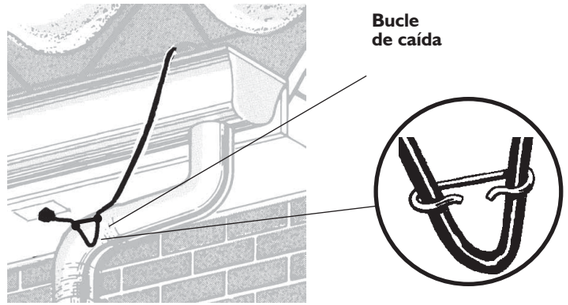

Figura 24. Haga un bucle de caída cerca del punto de partida
- Si no hay daño presente, **conecte el cordón de alimentación al contacto**. Con un espaciador, acomode el cable para formar un bucle de caída (Véase la Figura 24). El propósito del bucle de caída es prevenir que el agua escurra hacia el cordón de alimentación y hacia el contacto.